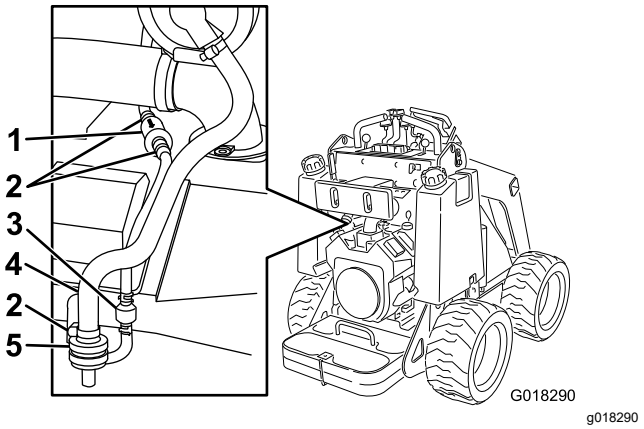

Figuur 22
3. Maak de slangklem boven het luchtfilter van de koolstofhouder los (Figuur 22).
4. Verwijder het luchtfilter en gooi het weg (Figuur 22).
5. Plaats een nieuw filter in de slang en bevestig het met de slangklem (Figuur 22).
3. De verende slangklemmen aan beide zijden van het purgeerlijnfilter van de koolstofhouder wegnemen van het filter (Figuur 22).
4. Verwijder het purgeerlijnfilter en gooi het weg (Figuur 22).
5. Monteer een nieuw filter op de slang. De pijl op het filter moet naar de afsluitklep wijzen. Bevestig met de slangklemmen (Figuur 22).